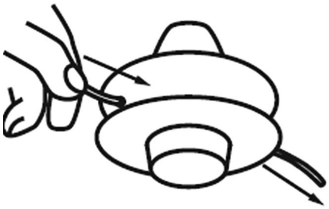

Рис. 17 Установка корда
2. Отрежьте корд длиной примерно 3,5 м. Проденьте корд через триммерную головку (Рис.17). Концы корда с двух сторон должны быть примерно одинаковой длины.